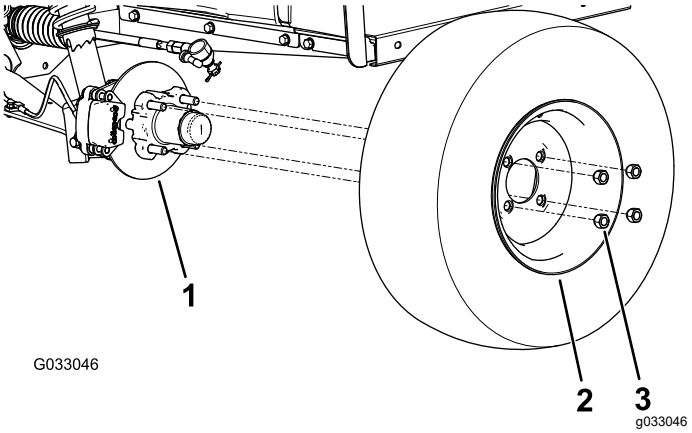

Figur 31
2. Fjern de 4 låsemøtrikker, der fastgør hjulet på navet (Figur 31).
4. Ret hullerne i hjulet ind efter hjultapperne i navet, og monter hjulet på navet med ventilspindlen siddende udvendigt (Figur 31).
5. Fastgør hjulet til navet ved hjælp af låsemøtrikkerne (Figur 31).